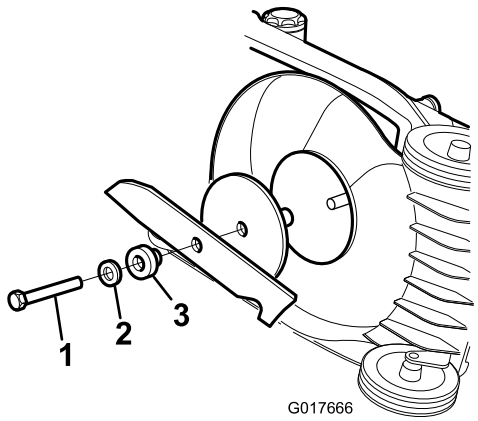

Figur 22
1. Hold enden av kniven (Figur 22) med en fille eller en tykk hanske.
Monter en skarp, balansert kniv og knivbolten. Vingedelen på kniven må vende mot toppen av klippehuset for å sikre korrekt klipping. Trekk til knivbolten med et moment på 54 Nm (Figur 22).